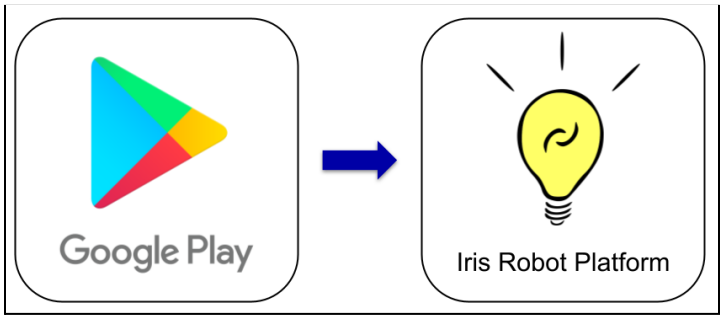

***Figure 26: App icons for Google Play Store and Iris Robot Platform***
3. **Download the Iris Robot Platform app.** This app can be found by opening Google Play Store on your Android device and searching for Iris Robot Platform. Download the app distributed by Higher-Order Innovation. See Figure 26 below.